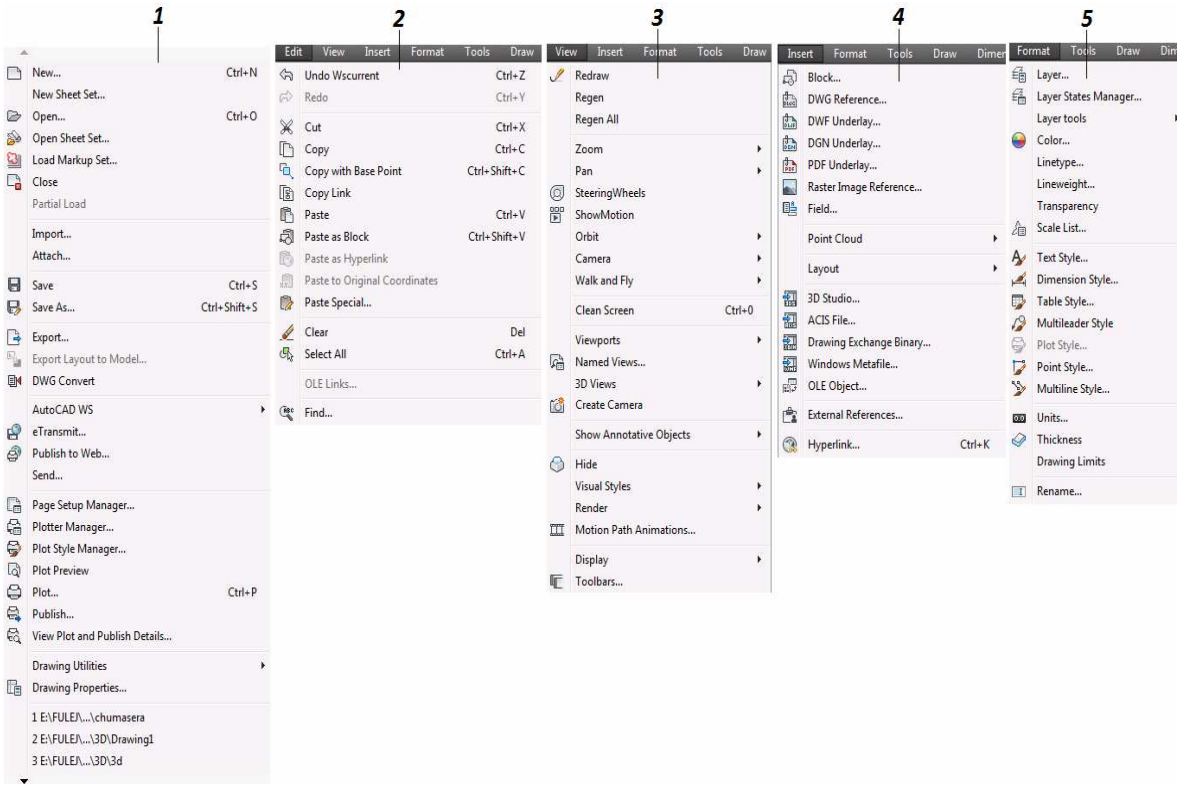

Figura 2.5. Menús principales o de persiana
1. ***Archivo [File]:*** Contiene las órdenes para crear un Archivo Nuevo, Guardar, Abrí, Imprimir, Utilidades Del Dibujo, etc. *(figura 2.5)*.
3. ***Vista [View]:*** Ordenes que igualmente se aplican al dibujo, como los son Zoom, Ventanas, Tipos de Vistas, Tipos de Visualizaciones del Dibujo *(figura 2.5)*.
4. ***Insertar [Insert]:*** Como lo dice el nombre, se insertan diferentes tipos de elementos como lo son Bloques, Imágenes de Referencia, Archivos en PDF, etc. *(figura 2.5)*.
5. ***Formato: [Format]:*** Ordenes para editar las Capas del Dibujo, Colores, Insertar Textos, Estilos de Textos, etc. *(figura 2.5)*.